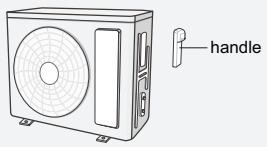

Fig.19
(1) Remove the screw on the right handle of outdoor unit and then remove the handle.(As show in Fig.19)